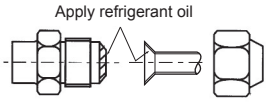

Fig. 7-3
(3) Apply refrigerant oil on the fl ared seat. (Fig. 7-3)